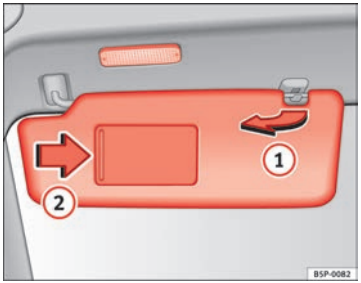

Abb. 81 Sonnenblende auf der Fahrerseite
Die Sonnenblenden für den Fahrer und Beifahrer können aus der Halterung in der Fahrzeugmitte herausgezogen und zu den Türen geschwenkt werden ⇒ Abb. 81 (1).